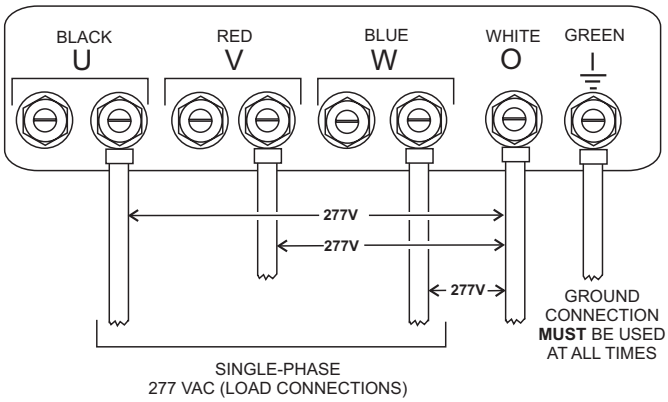

Figure 24. UVWO Terminal Lugs Single-Phase 277-Volt Connections
2. Connect the load wires to the UVWO terminals as shown in Figure 24.